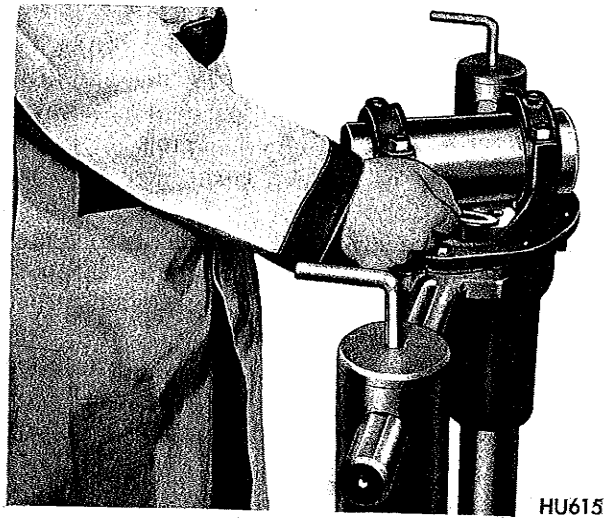

*Fig. 29—Determining Spacer Thickness*
(3) Select a rear pinion bearing mounting shim which will fit between cross arbor and gauge block. This fit must be snug but not too tight (similar to the pull of a feeler gauge) (Fig. 29). This shim is then used in determining the correct thickness shim for installation.
(4) To select a shim for installation, read the marking on end of pinion head (−0, −1, −2, +1, +2 etc.). When marking is −(minus), add that amount to the thickness of shim selected in step (3). When the marking is + (plus), subtract that amount. Example: With a shim .086 inch thick and a pinion marked −2, install a shim .088 inch thick. (.086 + .002 = .088). Example: With a shim .086 inch thick and a pinion marked +2, install a washer .084 inch thick, (.086 − .002 = .084) or when a shim .086 inch thick is too loose and .088 inch too tight, use .086 inch shim. Treat other pinion markings in a similar manner. Shims are available in two thousandths of an inch increments. Mounting shims differ in diameter, depending on which pinion they are used on.
(5) Remove tool arbor from carrier.
(6) Remove tool and bearings out of carrier.
(7) Remove shims, spacer, tool sleeve and rear bearing cone from tool main screw.
(8) With stem of pinion facing up, install correct shim on pinion stem. **Shims are chamfered on one side and must be installed on the pinion stem with chamfered side toward pinion head.**
(9) Position rear bearing cone on pinion stem (small side away from pinion head). Make certain that the contacting surfaces of correct shim, pinion head shim contact surface and rear bearing cone are perfectly clean and free of any foreign particles.
(10) Using installing Tool DD-996 press bearing on pinion stem. An arbor press may be used in conjunction with tool.
(11) Install bearing tubular spacer on pinion stem (large bore facing rear bearing cone).
(7) Select a rear pinion bearing mounting shim which will fit between cross arbor and gauge block. This fit must be snug but not too tight (similar to the pull of a feeler gauge. (Fig. 29). This shim is then used in determining the correct thickness shim for installation.
(8) To select a shim for installation, read the marking on end of pinion head (−0, −1, −2, +1, +2, etc.). When marking is −, (minus) add that amount to the thickness of shim selected in step (7). When the marking is + (plus), subtract that amount. Example: With a shim .086 inch thick and a pinion marked −2, install a shim .088 inch thick (.086 + .002 = .088). Example: With a shim .086 inch thick and a pinion marked +2, install a washer .084 inch thick, (.086 − .002 = .084) or when a shim .086 inch thick is too loose and .088 inch too thick, use .086 inch shim. Treat other pinion markings in a similar manner. Shims are available in two thousandths of an inch increments. Mounting shims differ in diameter, depending on which pinion they are used on.
(9) Remove differential bearing caps and remove tool arbor from carrier.
(10) Reverse carrier in stand so nut of tool is in upright position. Loosen compression nut, and support lower portion of tool in carrier with one hand, remove tool nut, centering washer and compression sleeve. Lower tool down and out of carrier.
(11) Remove front pinion bearing cone from carrier.
(12) Add rear pinion bearing shim you selected on tool between spacer SP2921 and rear pinion bearing cone. Install spacer SP1730 and insert tool in carrier.
(13) Install original preload shim pack and front pinion bearing cone and position in carrier bearing cup. Install tool compression sleeve SP535 and tool nut washer and tool nut on shaft.
(14) Using holding tool C-3281 on compression sleeve and tighten tool nut to 240 foot-pounds. Hold the assembly in several positions to make a complete revolution while tightening.
(15) Remove holding tool and rotate tool several revolutions in both directions to permit bearing rollers to seat. Recheck torque to 240 foot-pounds (torque may have diminished as bearing roller seated).
(16) Measure pinion bearing preload by rotating tool using an inch-pound torque wrench. The correct preload specifications are 20-30 inch-pounds for new bearings and 0-15 for original bearings. Correct bearing preload readings can only be obtained with nose of carrier in up right position. Bearing preload should be uniform during complete revolution. A reading that varies during rotation indicates a binding condition which should be corrected. **Use a thinner shim pack to increase preload and a thicker shim pack to decrease preload.** Preload shim are available in two thousandths of an inch increments from .014-.026 inch.
(17) Remove tool with shim pack, bearing cone, pinion mounting shim, and spacer from carrier and tool.